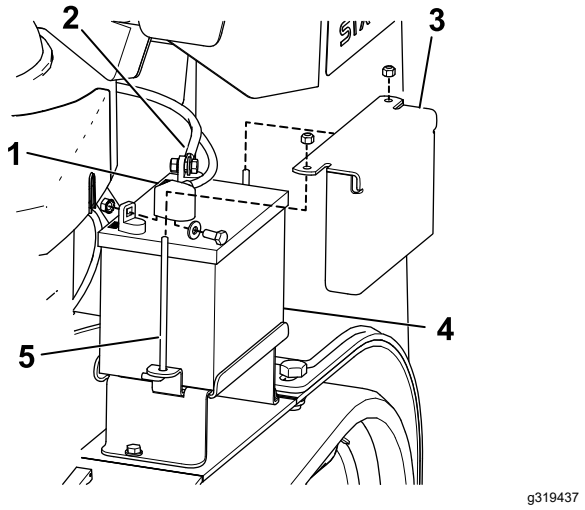

**Figuur 41**
3. Verwijder het zwarte rubberen kapje van de minkabel. Maak de minkabel los van de minpool (–) van de accu (Figuur 41).
4. Schuif het rode stofkapje voor de accupool van de pluspool (rood) van de accu. Verwijder vervolgens de pluskabel (rood) van de accu (Figuur 41).
5. Verwijder de bevestigingsplaat, de J-bouten en de borgmoeren waarmee de accu bevestigd is (Figuur 41) en verwijder de accu.
1. Gebruik de eerder verwijderde bevestigingsmiddelen om de pluskabel (rood) op de pluspool (+) van de accu aan te sluiten (Figuur 41).
3. Gebruik de eerder verwijderde bevestigingsmiddelen om de minkabel (zwart) op de minpool (–) van de accu aan te sluiten (Figuur 41).
4. Bevestig de accu met de balk en vleugelmoeren (Figuur 41).